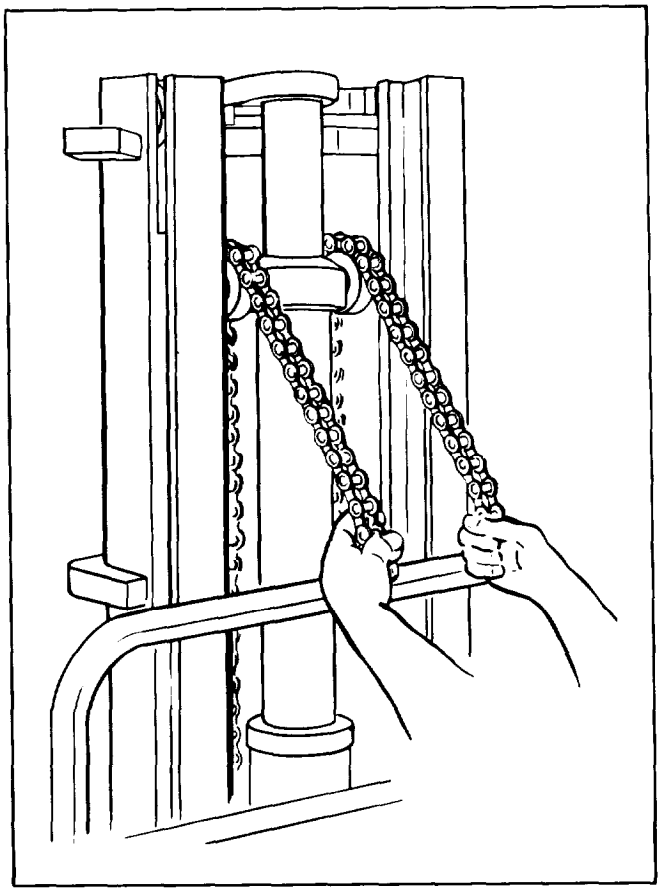

Figure 5-144. Seating Piston Head
f. Grasp one chain in each hand and have an assistant open the lift control valve in the "down" position. Pull the piston to full down position as shown in figure 5-144, while the valve is open.